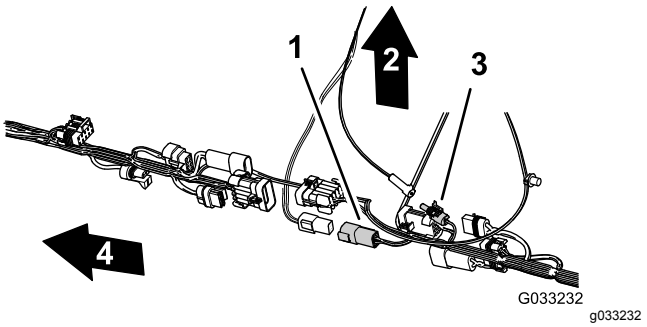

Figuur 120
7. Om het aansluiten van de elektrische en data kabelbomen makkelijker te maken: verzeker dat de 1-polige connector van de achterste kabelboom en de 4-polige connector van de achterste kabelboom zich bovenop de kabelboom bevinden (Figuur 120).